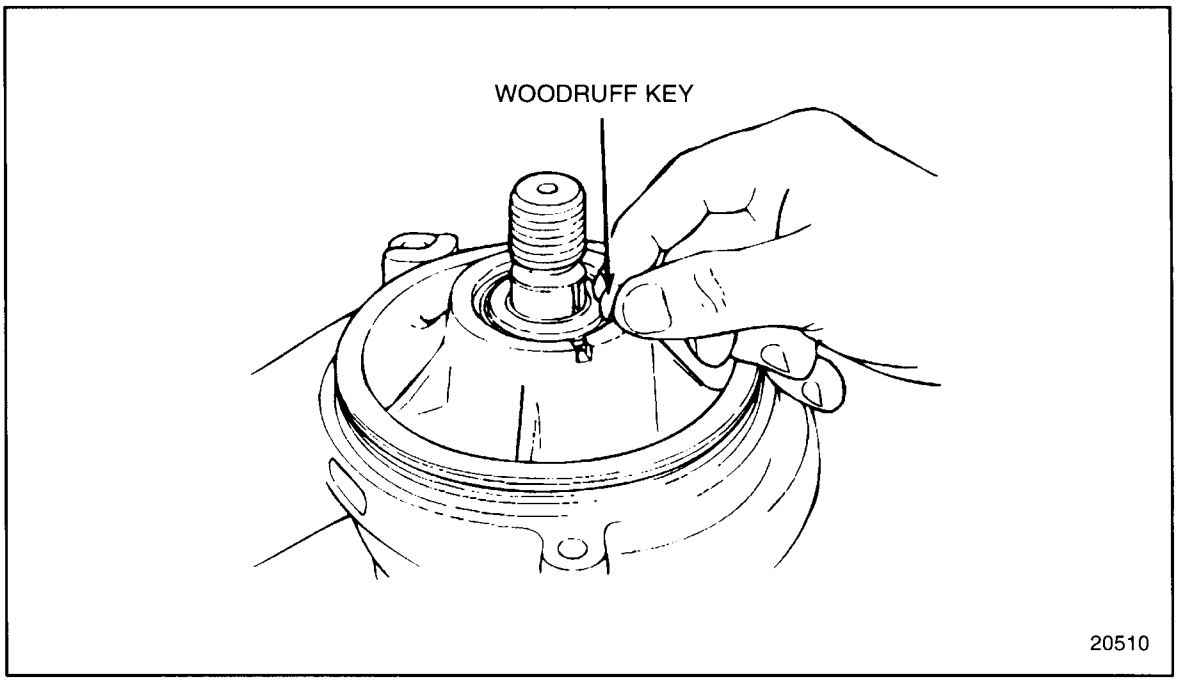

Figure 4-60 Woodruff Key Installation (FM)
22. Install the Woodruff key to its slot in the drive shaft. Tap the key with a brass hammer to seat it squarely in the slot. See Figure 4-60.